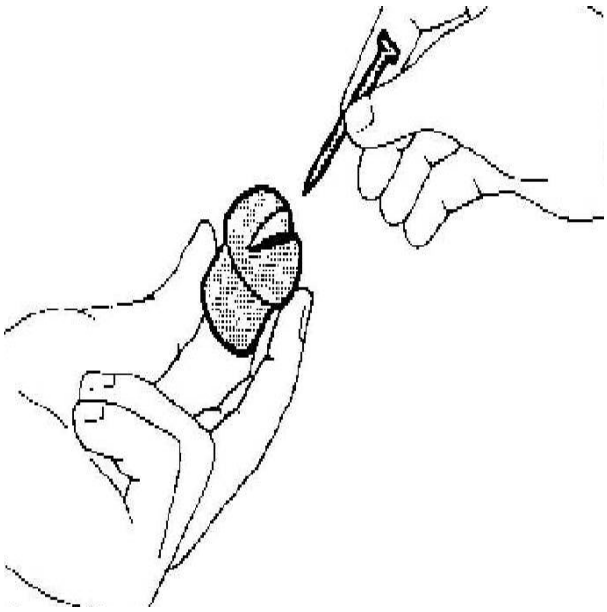

Рис. 13
- промыть оба разбрызгивателя под проточной водой, а форсунки прочистить острым неметаллическим предметом, например зубочисткой (см. Рис. 13);